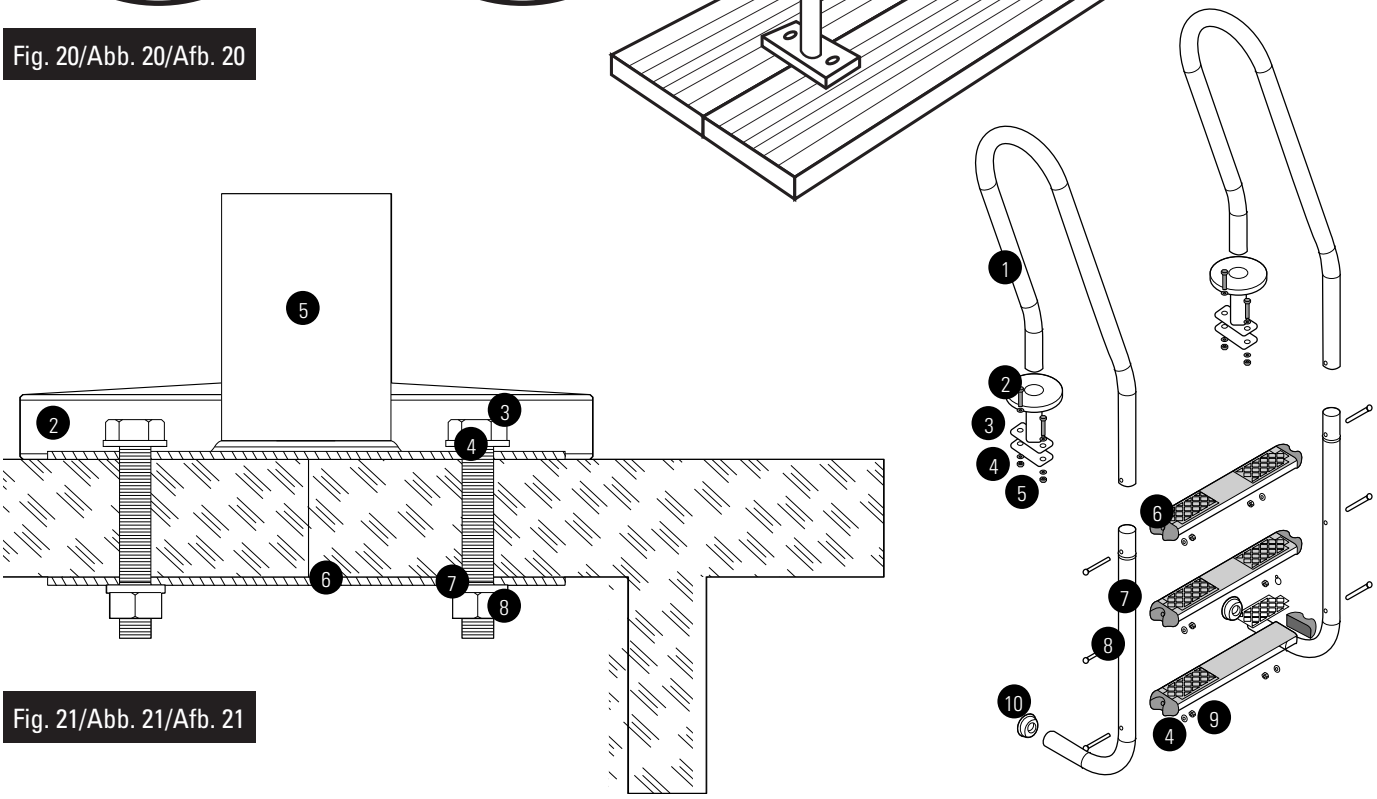

Fig. 21/Abb. 21/Afb. 21
D.- Placer contre plaque **(6)** avec les vis **(3)** et les rondelles **(4,7)** et les écrous **(8)** avec la clé fixe 12-13. (Fig.21)